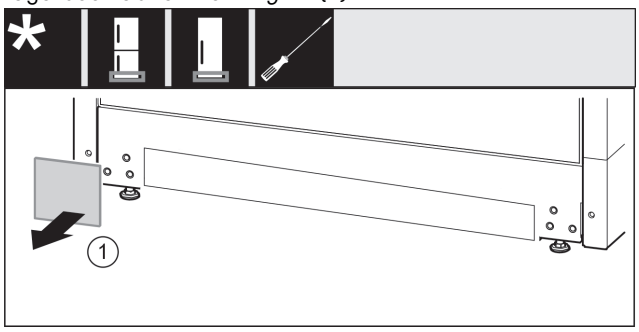

Fig. 18
- ▶ Abdeckung abnehmen. *Fig. 18 (1)*